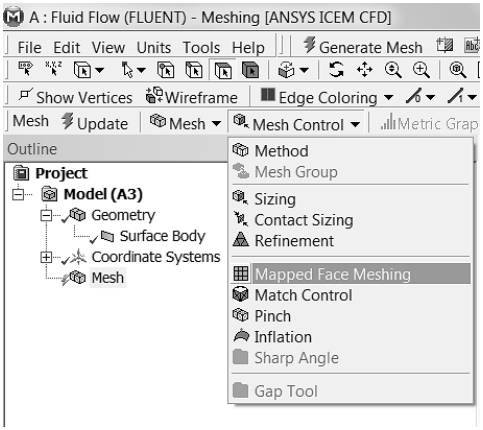

Рис. 20.
4) Далее применяют стиль Mapped Face Meshing. Чтобы включить этот стиль выполняют последовательность Mesh Control→ Mapped Face Meshing, рис. 20.